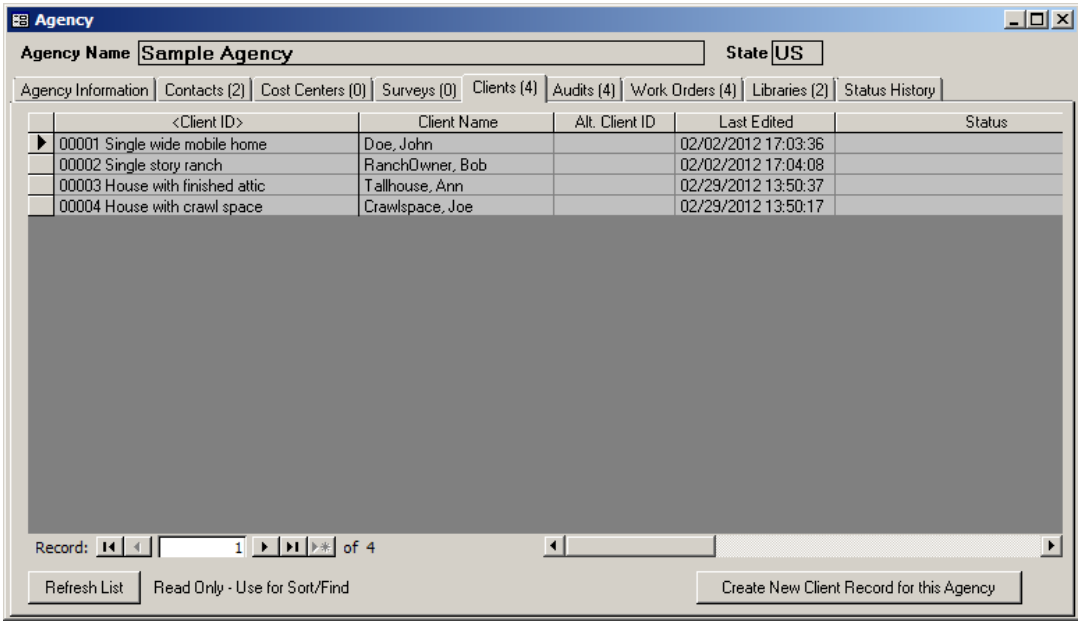

Figure 5.2. The Clients form under the Main Menu's "Agency" button.
You can also locate and move to a desired client, audit, or work order record by accessing the Clients, Audits, or Work Orders forms found under the Main Menu's "Agency" and "Clients" buttons (see Figure 5.2). These display-only forms are meant just for navigation. They provide a relatively condensed view of all records of the type selected by displaying the available records in a spreadsheet format or data sheet view. Information in these forms cannot be altered, as indicated by the information being shaded. To navigate to a desired client, audit, or work order record, double click on the desired entry under the Client ID, Audit Name, or Work Order Name columns, or any column with a header that is in angle brackets (< >). See Section 5.8, *Data Sheet and Form Views of Records*, for more information on how to use these navigation data sheet views.
- **Navigation Data Sheet View** − This view displays a listing of all records of a particular type in a spreadsheet format (see Figure 5.2). The columns in the spreadsheet represent the information entered for a given control. Data displayed in the navigation data sheet view cannot be altered. This view is used primarily to provide a summary of records and to allow you to navigate to the